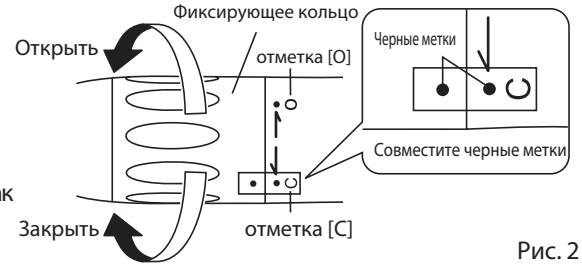

Рис. 2
3) Закрепите бор поворотом фиксирующего кольца до отметки [C], до того как услышите характерный щелчок. Черные метки должны быть на одной линии.(Рис.2)